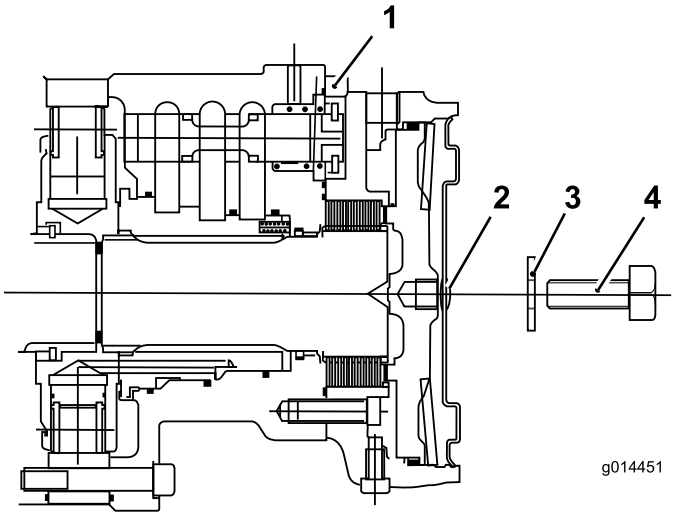

Figuur 65
C. Plaats de zeskantige plug in de zijkant van de motor (Figuur 65).